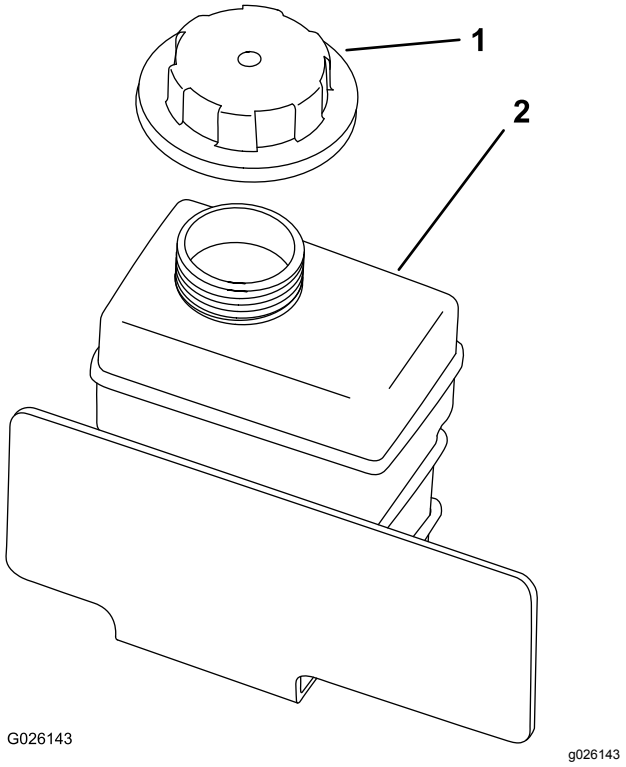

**Figur 55**
8. Påfyld langsomt kølevæskens reservetank, indtil niveauet når bunden af påfyldningsstudsen (Figur 55).
9. Sæt reservetankens dæksel på (Figur 55).